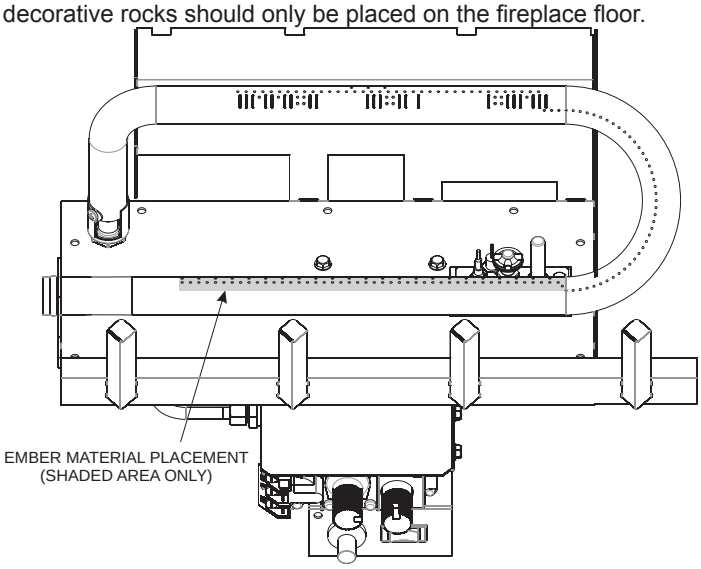

**Figure 69**
4. Place the ember material pieces on the front burner port area. **See Figure 69.**